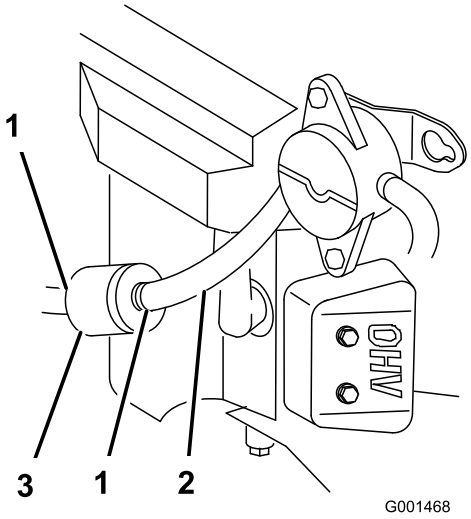

Figura 28
4. Aperte as extremidades dos dispositivos de fixação de tubagem e afaste-os do filtro (Figura 28).